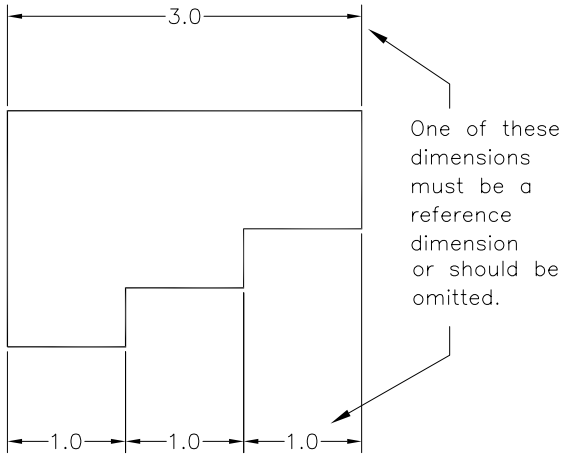

Figure 35-40 *Referencing or omitting a dimension*
14. If you give continuous (incremental) dimensions for dimensioning various features of a part, the overall dimension must be omitted or given as a reference dimension (Figure 35-40). Similarly, if you give the overall dimension, one of the continuous (incremental) dimensions must be omitted or given as a reference dimension. Otherwise, there will be a conflict in
tolerances. For example, the total positive tolerance on the three incremental dimensions shown in Figure 35-40 is 0.06. Therefore, the maximum size based on the incremental dimensions is (1 + 0.02) + (1 + 0.02) + (1 + 0.02) = 3.06. Also, the positive tolerance on the overall 3.0 dimension is 0.02. Based on this dimension, the overall size, of the part must not exceed 3.02. This causes a conflict in tolerances: with incremental dimensions, the total tolerance is 0.06, whereas with the overall dimension, the total tolerance is only 0.02.